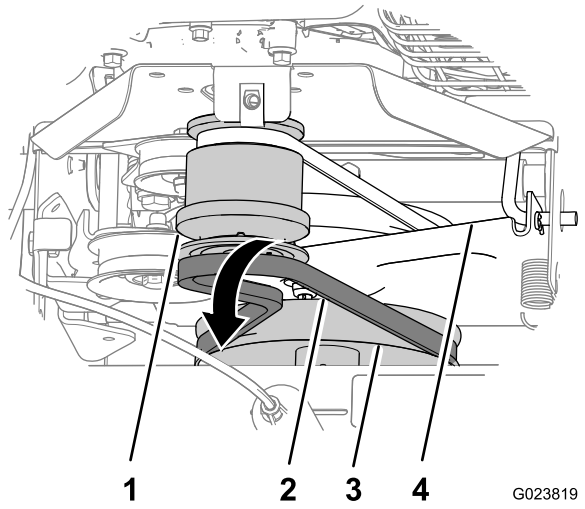

Rysunek 40
3. Zsuń pasek do przodu nad rowkiem koła pasowego silnika (Rysunek 40).
4. Zsuń pasek z koła pasowego szczotki-skrzyni biegów, przesuń go do tyłu między koło pasowe a uchwyt sterowania jazdą i wyjmij pasek z maszyny (Rysunek 40).
1. Włóż nowy pasek między koło pasowe a uchwyt sterowania jazdą (Rysunek 40).
2. Nasuń pasek na rowek u dołu koła pasowego szczotki-skrzyni biegów (Rysunek 40).
3. Nasuń pasek na przedni rowek koła pasowego silnika (Rysunek 40).